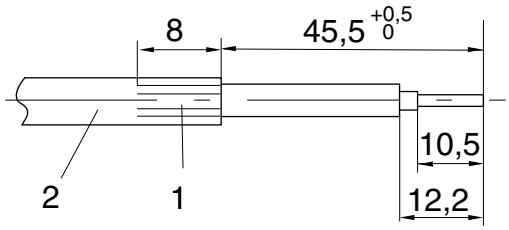

Fig. 9:
- Dénuder le câble de haute tension comme illustré à la Fig. 9.